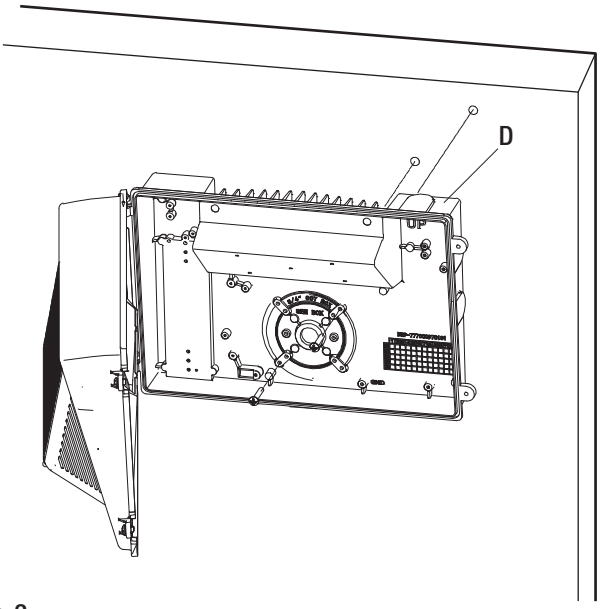

Fig. 2
- ☐ Mark and drill two to four holes on the wall surface as per the desired location for installing the mounting base (D).
- ☐ Use two or more suitable screws (not included) applicable to the surface of mounting and attach the mounting base (D) on the surface. (Fig. 2)
- ☐ Remove desired conduit plug (B) from one of the fixture's sides from the where conduit will enter. (Fig. 2)